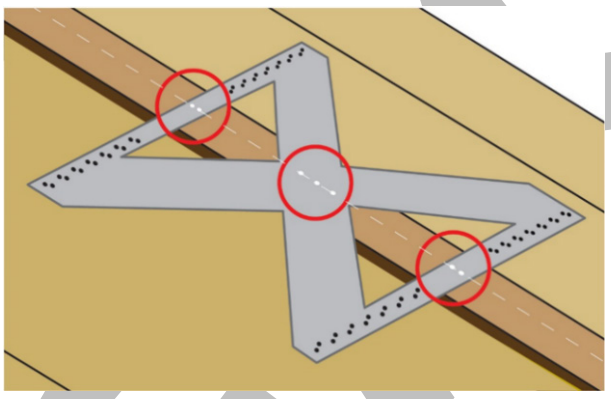

Figure 5. Shear-X™ Pre-punched Holes at Ridgeline
6.4.2 Center the Shear-X™ bracket on the ridgeline. Each end of the bracket must line up over the rafters/trusses below. Attach the bracket with 10d (0.131"x 3") nails in each pre-punched hole along the ridgeline (Figure 5).